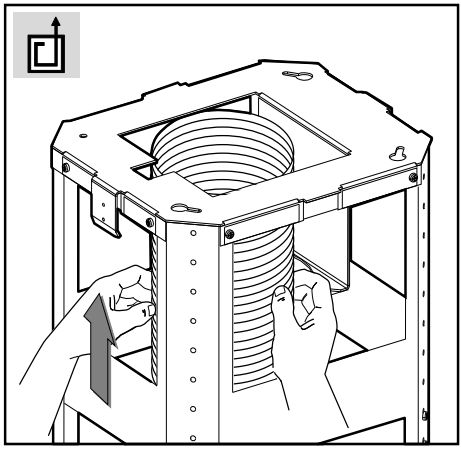

Fig.7
- Udsugende version: fastgør det bøjelige rør til den åbning, som er lavet til udledning af luft (fig. 7).